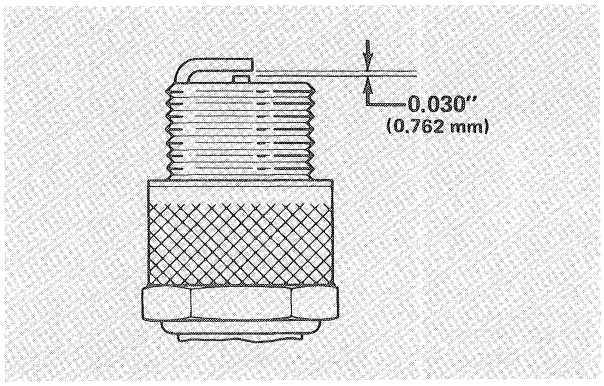

Figure 28
3. Set air gap between electrodes at 0.030 of an inch (0.762 mm) with a spark plug gapping tool (Fig. 28). Install the correctly gapped spark plug with gasket seal and tighten plug to 15 ft-lb (20.4 N·m). If torque wrench is not used, tighten plug firmly.